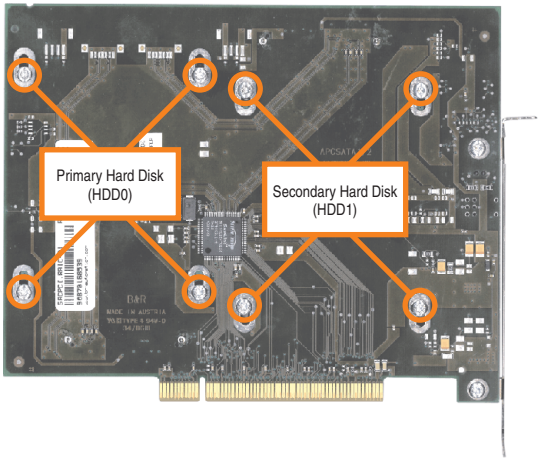

Figure 323: Screw assignment on the back side of the SATA RAID controller
- Loosen the 4 appropriate mounting screws (M3x5) - see Figure 323 "Screw assignment on the back side of the SATA RAID controller", on page 541.